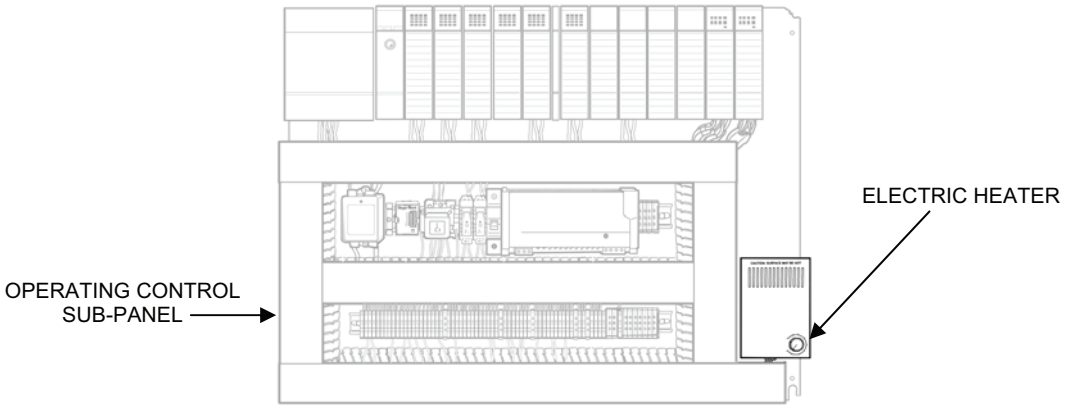

Figure 13. Electric Heater Removal.
3. Remove electric heater as follows (see Figure 13):